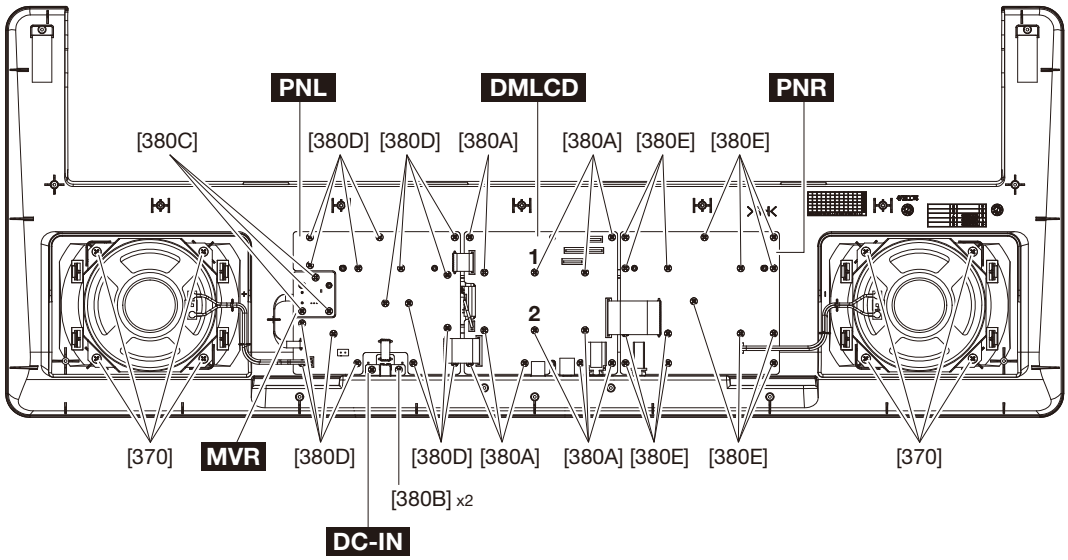

Fig.2
2. Remove the 12 screws [380A]. The DMLCD circuit board can then be removed. (Fig.2)
* ***When installing the DMLCD circuit board, tighten the screws 1 through 2 in numerical order. (Fig.2)***
1. Remove the 2 screws [380B]. The DC-IN circuit board can then be removed. (Fig.2)
2. Remove 3 screws [380C]. The MVR circuit board can then be removed. (Fig.2)
4. Remove the 16 screws marked [380D]. The PNL circuit board can then be removed. (Fig.2)
1. Remove 15 screws [380E]. The PNR circuit board can then be removed. (Fig.2)
2. Remove the 4 screws marked [370]. The speaker can then be removed. (Fig.2)